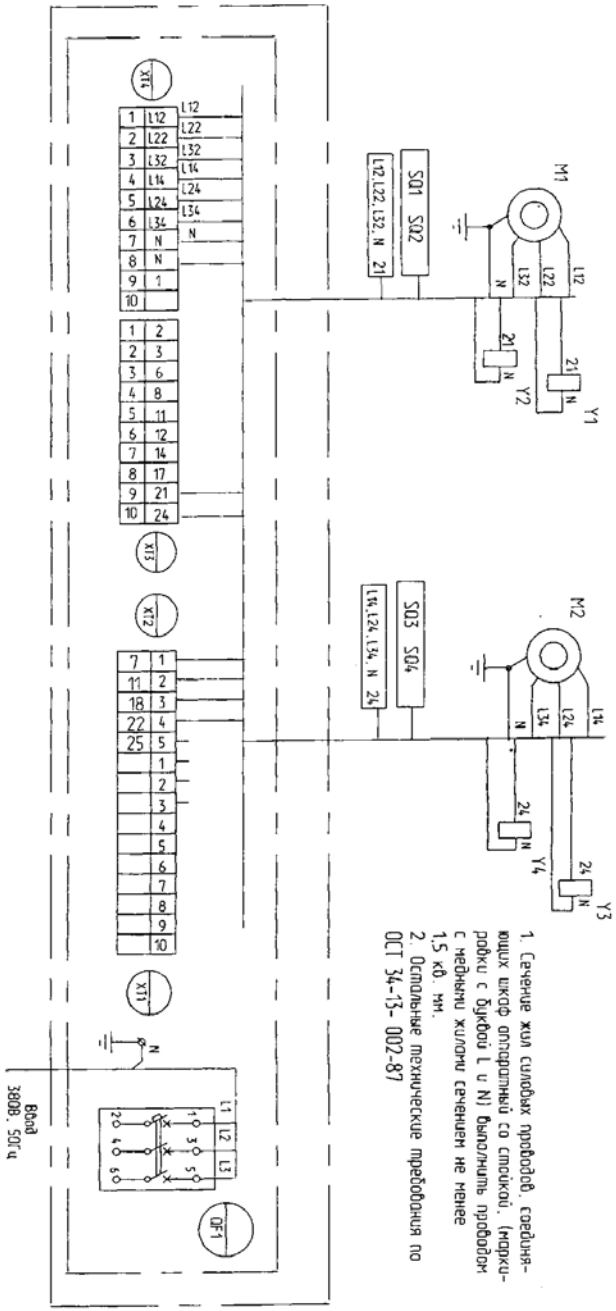

Рис. 6. Схема электрическая соединений подъемника ПГ-20
4.4. Схема электрическая соединений приведена на Рис. 6.
6.1.7. Выполнить электрический монтаж. в соответствии со схемой электрической соединений (см. Рис. 6).